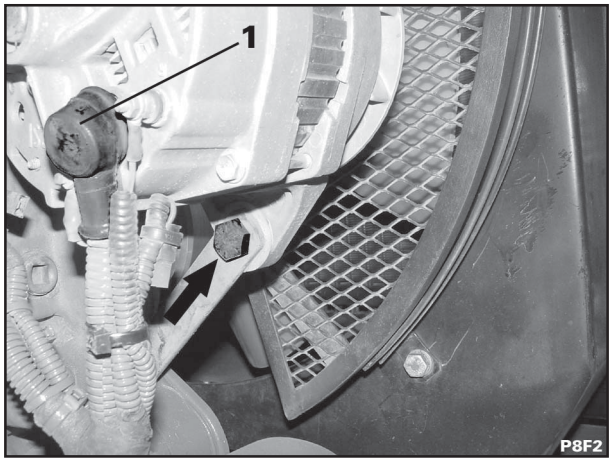
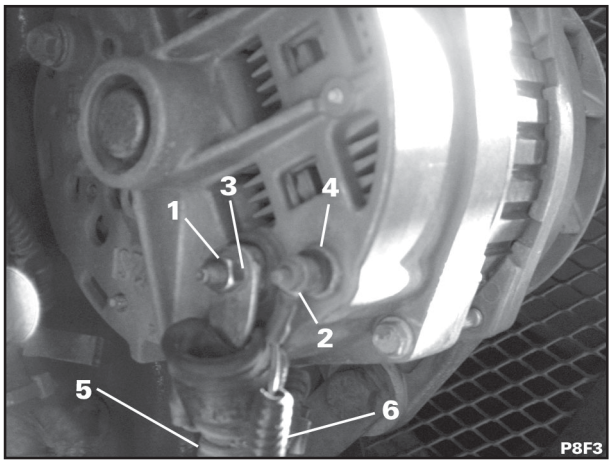

Fig. 2
Fig. 3
4. Remova a coifa (1 - fig. 2), as porcas (1 e 2 – fig. 3) e as arruelas (3 e 4 – fig. 3). Etiquete e desconecte os fios (5 e 6 – fig. 3) do alternador.